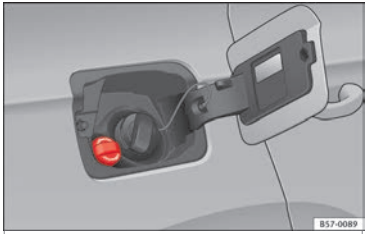

**Fig. 228** AdBlue tank cap.
- Open the tank cover ››› Fig. 228.
- Turn the SCR tank cap anti-clockwise ››› Fig. 228.